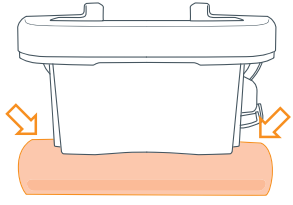

Fig. 56-1
- When placing a pool noodle(s), rolled or folded towel ensure the elevation aid extends beyond the outside edge of the base by at least 1 inch (Fig. 56-1).